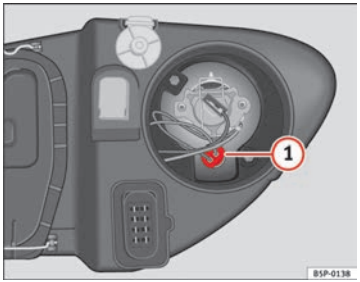

Fig. 169 Side lights
– Extract the bulb holder ⇒ fig. 169 (1) outwards.